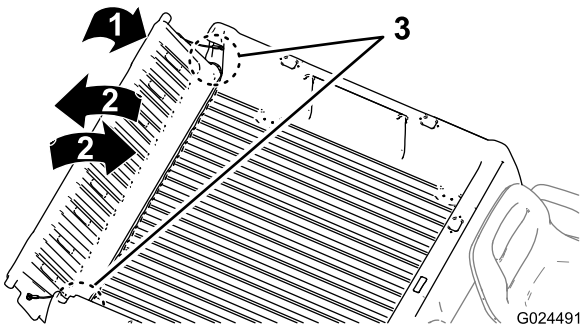

Figur 14
2. Vri baklemmen til ca. 45° (Figur 14).
3. Beveg baklemmen frem og tilbake flere ganger ved å riste den litt (Figur 14).